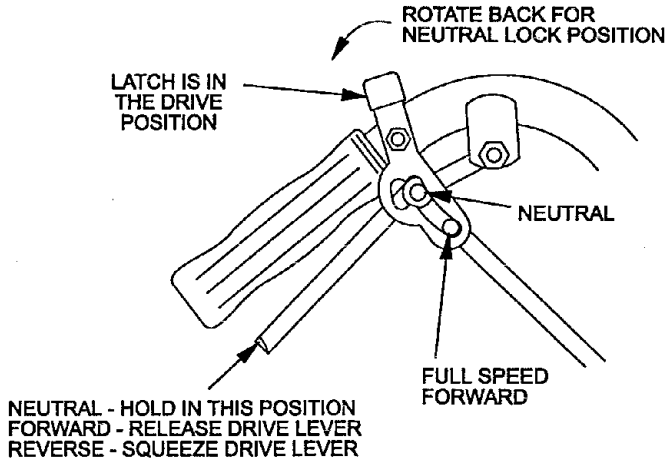

FIG. 8
4.1.3 Drive Levers: Located on each side of the upper handle assembly directly below the handle grips (See Figure 8). These levers individually control the speed and direction of each drive wheel. When the speed control lever is moved out of the neutral position and the neutral lock latches are moved into the drive position, as shown in Figure 8, and the drive levers are released, the drive wheels are engaged in the forward direction.
4.1.4 Neutral Lock Latch: Located directly above the drive levers. These latches allow the operator to lock the drive levers in a "neutral" position where neither of the drive wheels are engaged in either a forward or reverse direction (See Figure 8).
4.3.4 Drive Lever/Neutral Lock Latch Operation: To lock the drive levers in neutral, squeeze the drive levers back to the neutral position (***Do Not*** *squeeze the drive levers all the way back as this will cause the drive wheels to go into full reverse direction*). Place thumbs on the upper portion of the neutral lock latches and move them to the rear. Release drive levers (See Figure 8).